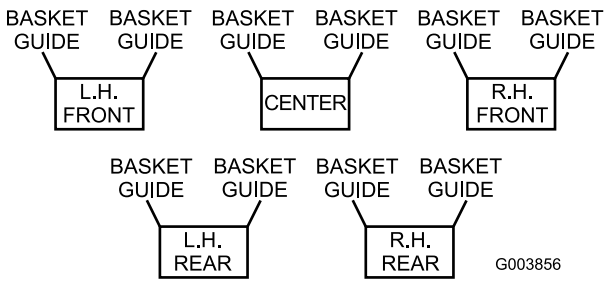
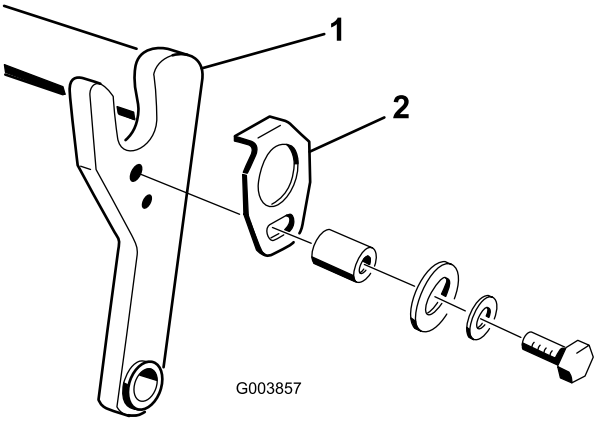
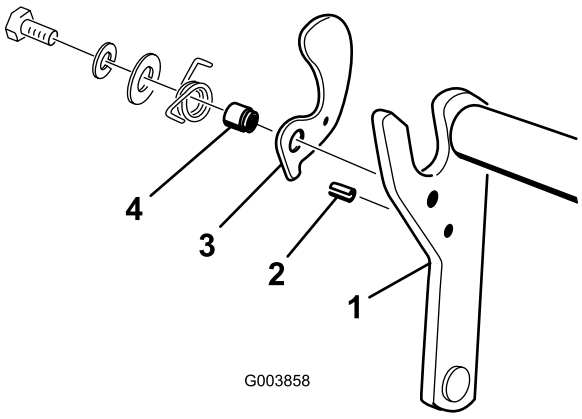

**Figuur 6**
**Figuur 7**
**Figuur 8**
2. Als u manden op de maaidekken gaat gebruiken, moet u met behulp van onderstaand overzicht (Figuur 6) bepalen waar de mandgeleiders moeten worden gemonteerd op de draagframes van het maaidek. Als u geen gebruik maakt van de manden, ga dan verder met stap 4.
3. Monteer een mandgeleider (Figuur 7) aan de juiste kant van elk draagframe van het maaidek (Figuur 8) met een bout (5/16 x 1-3/4 inch), platte ring en borgring of met de bevestigingen die eerder zijn verwijderd, zoals wordt getoond in Figuur 7.
4. Plaats een rolpen (Figuur 8) in de opening aan de juiste kant van elk draagframe van het maaidek (Figuur 6).